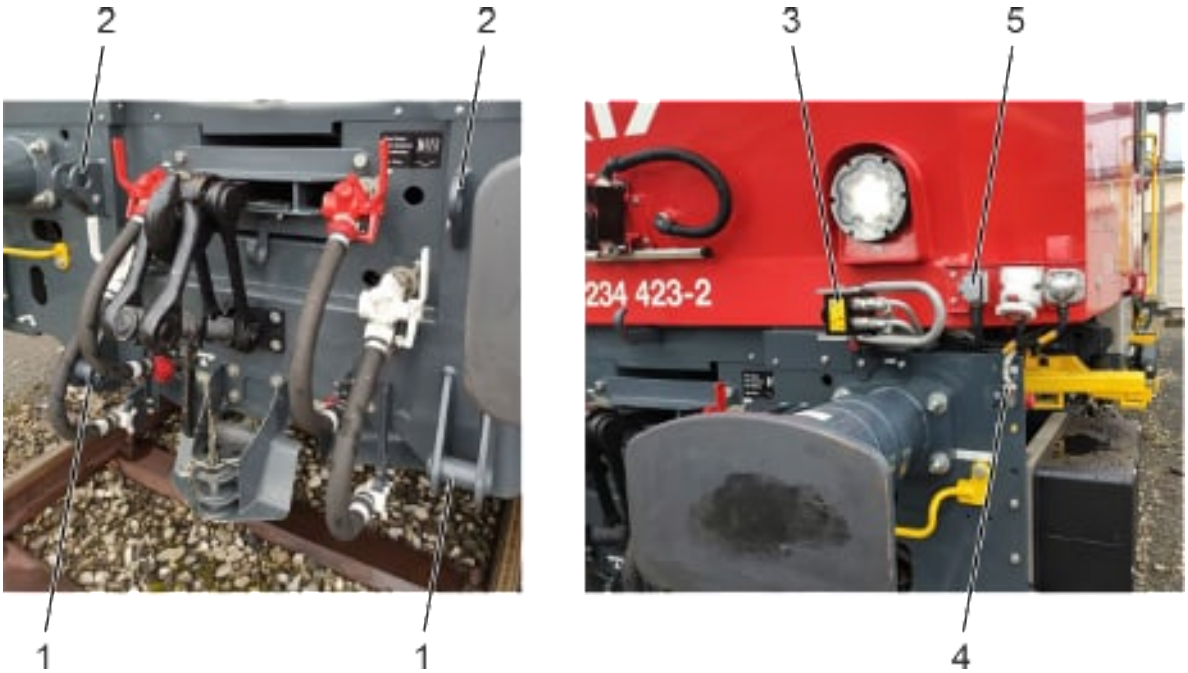

Fig. 10: Interfacce lama spazzaneve
1. Applicare la lama spazzaneve al supporto inferiore, cfr. Fig. 10 (1), quindi fissarla al supporto superiore (2) con il perno (50 mm). Assicurare il perno (50 mm) con la vite.
5. Sbloccare il pulsante di arresto di emergenza. Verificare la tenuta del giunto idraulico multiplo, cfr. Fig. 10 (3).